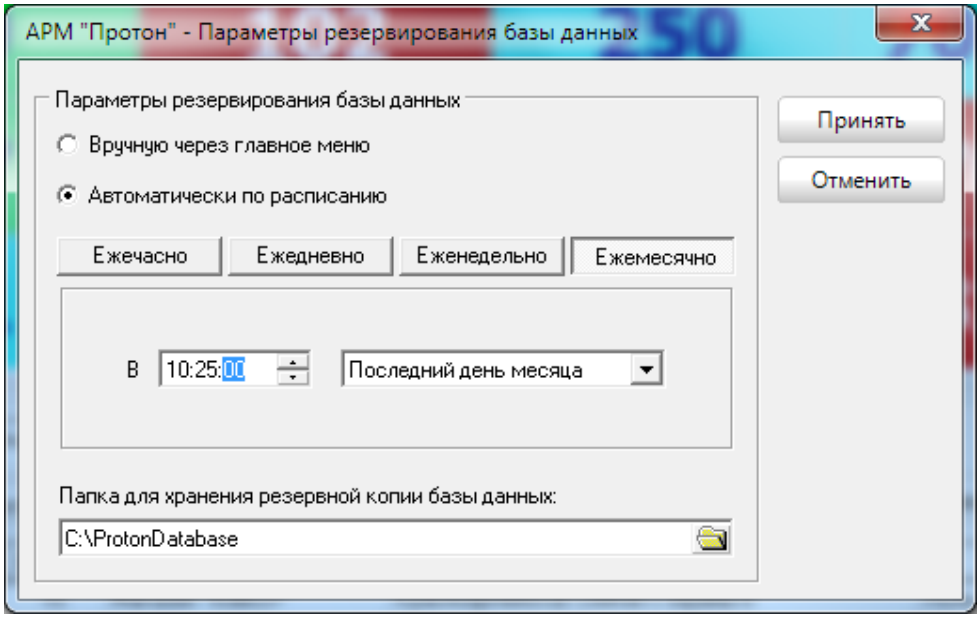

Рисунок 47
- ежемесячно в определённый день месяца в определённое время (Рисунок 47).